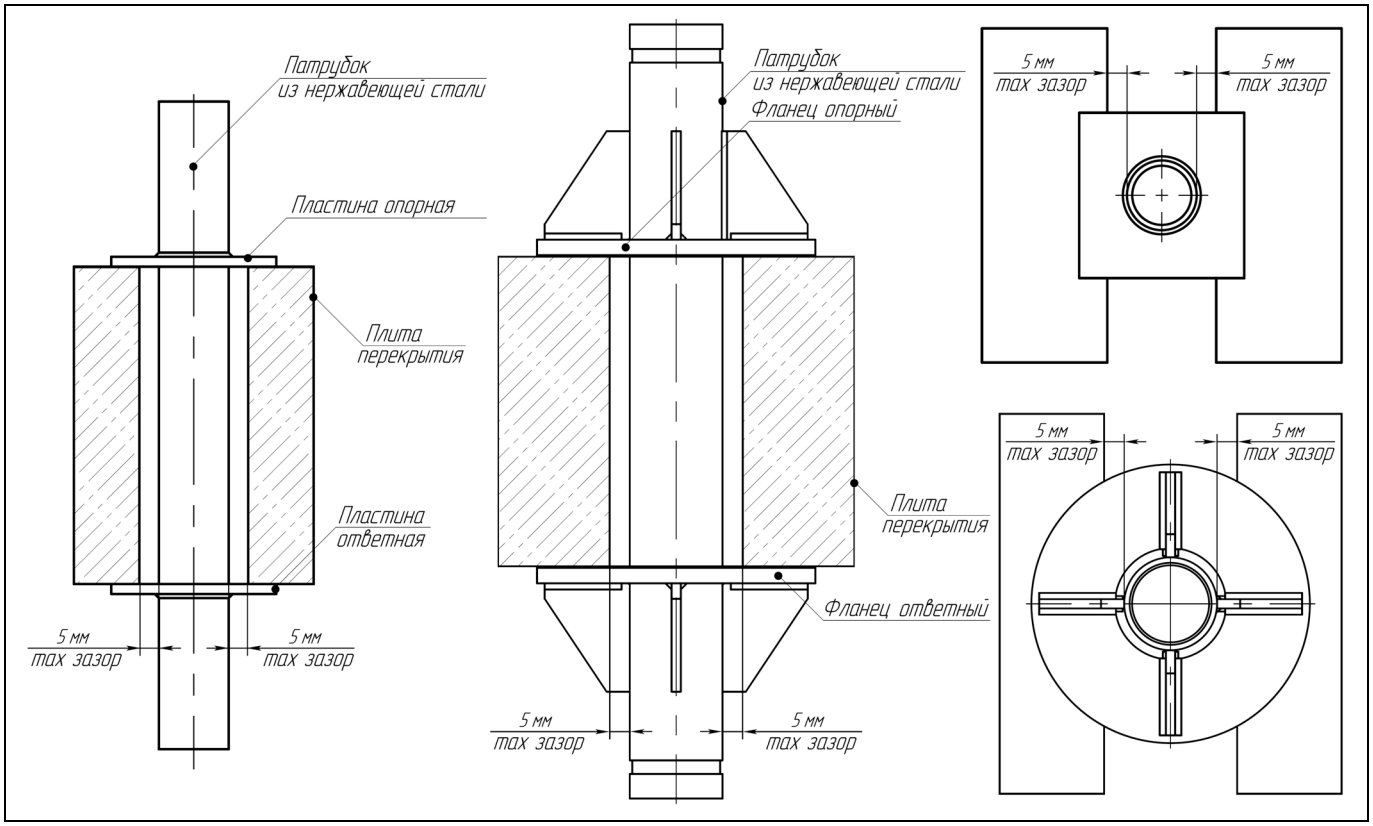

Рис.4. Установка неподвижных опор «Энергия-Аква» в случае опирания на две стороны «окна» в плите перекрытия.
3. Указания по монтажу неподвижных опор «Энергия-Аква» в случае опирания на две стороны «окна» в плите перекрытия (см. рис.4, стр. 10).
В случае протяженного «окна» в плите перекрытия допускается установка неподвижных опор «Энергия-Аква» на две стороны опираемой поверхности. Обеспечить зазор между патрубком и стенкой плиты перекрытия не более 5 мм с обеих сторон в соответствие с рис.4 (стр. 10).